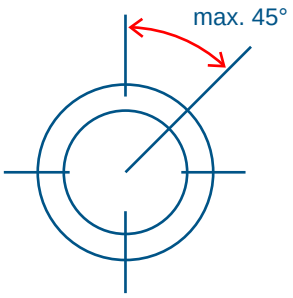

Fig. 1
- The switches should only be installed in a vertical position, deviation max. 45 (Fig. 1).